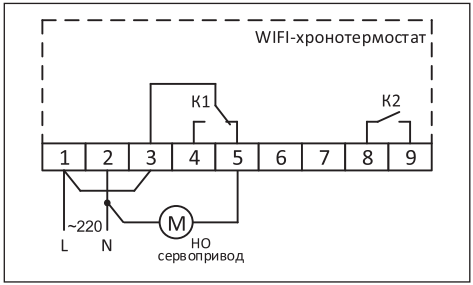

Рис. 2. Подключение нормально открытых сервоприводов — 220 В
6.2.2. Для подключения нормально открытого сервопривода необходимо установить перемычку между клеммами 1 и 3. сервопривод подключается к 2 и 5 клеммам *(рис. 2)*.